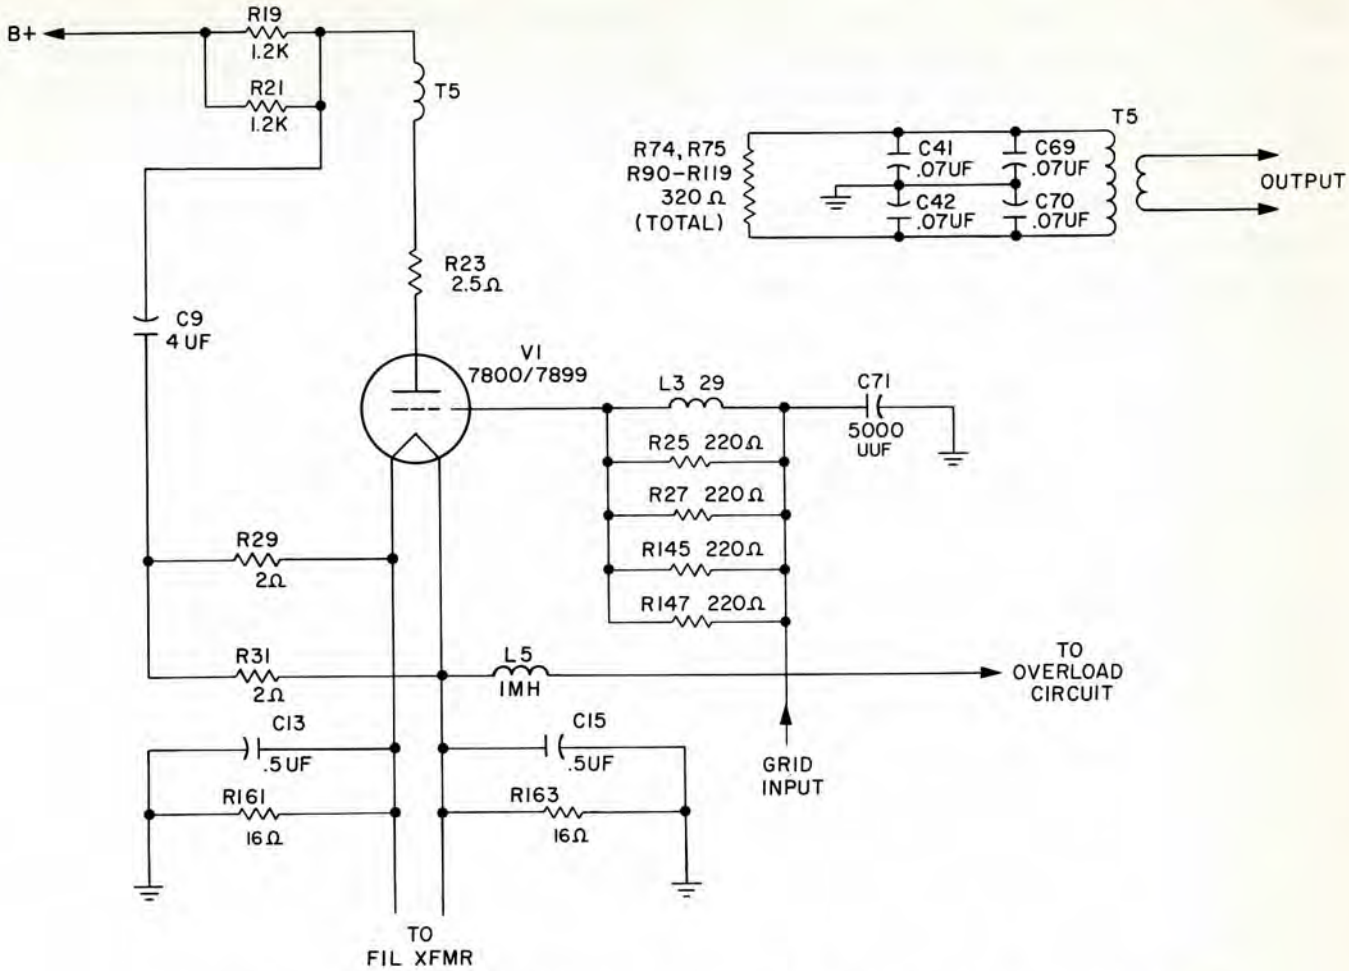

Figure 4-14. Amplifier Assembly AM-2481/FPN-42, Typical Final Power Amplifier Stage, Simplified Schematic Diagram
2. A schematic diagram showing the circuitry of a typical final power amplifier tube V1 is shown in figure 4-14. Plate energy storage capacitor C9 which supplies most of the tube current during the pulse, is charged through surge limiting resistors R19 and R21. This capacitor is charged during the time between transmitted pulses. When plate current is allowed to flow during the pulse, voltage is induced in the primary of multi-filar output transformer T5, one winding of which is connected in series with each tube plate. Each winding, insulated from one another, is run through a common primary where the total current of each tube bank induces voltage into the single secondary. The common primary consists of twelve turns of 3/4-inch copper tubing through which each individual primary is run. Tuning is accomplished by capacitors C41, C42, C69, and C70 connected in series-parallel across the common primary. Damping resistors R74, R75, and R90 through R119 are shunted across the common primary to limit ringing in the tail of the transmitted pulse.